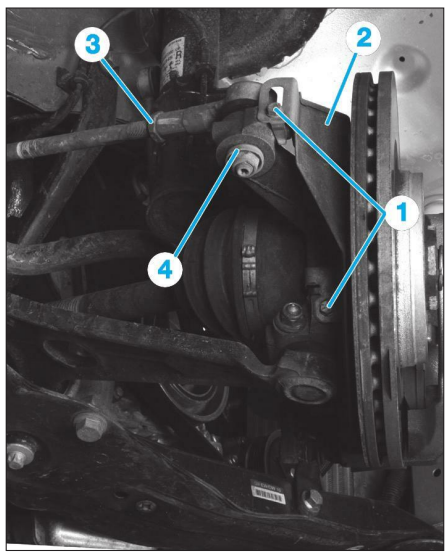

Fig. 9
• Déposer les vis de fixation (1) puis la protection de rotule (2) **(Fig.9)**.
• Desserrer le contre-écrou de la rotule de direction (3).
• Déposer l'écrou (4) de rotule de direction.